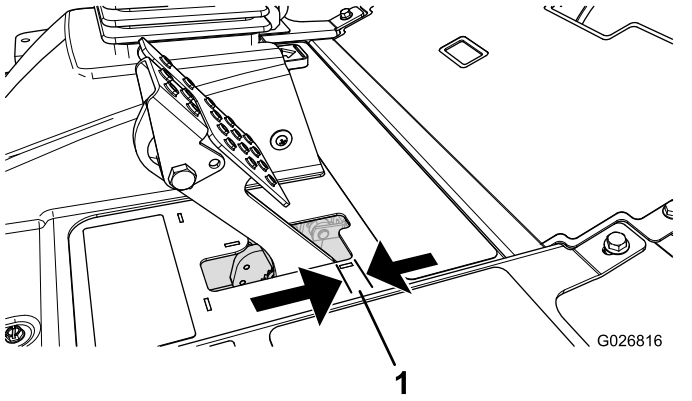

Figur 86
Juster bremsene når det er mer enn 2,5 cm frigang på bremsepedalen, eller når det kreves mer bremsekraft (Figur 86). Frigang er den avstanden bremsepedalen kan beveges før du merker bremsemotstand.
2. Trekk til den bakre mutteren for å flytte kabelen bakover til bremsepedalene har en frigang på 0,63 til 1,27 cm, før hjulet låses (Figur 86).